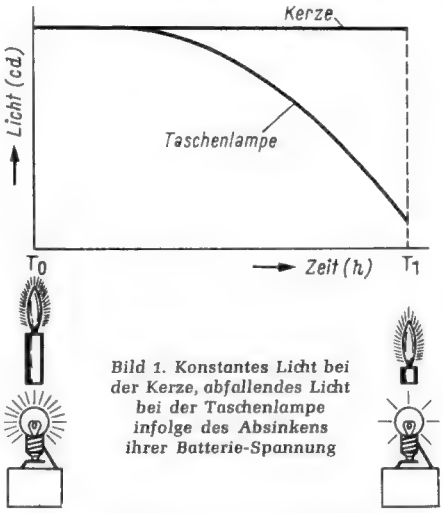

*Bild 1. Konstantes Licht bei der Kerze, abfallendes Licht bei der Taschenlampe infolge des Absinkens ihrer Batterie-Spannung*
*Bild 1* zeigt, daß dies bei einer elektrischen Taschenlampe nicht viel anders ist. Schon sehr bald nach Beginn der Benützung der Batterie beginnt deren Spannung abzufallen. Die Lichtabgabe der Glühlampe wird zusehends schwächer. Sie hat schließlich, wenn die Batterie ihren Erschöpfungszustand erreicht, nur noch einen Bruchteil des Anfangswertes. Im Gegensatz dazu zeigt Bild 1 aber auch die Überlegenheit einer einfachen Kerze gegenüber der Taschenlampe; sie besteht darin, daß die Flamme der Kerze gleich groß und gleich hell bleibt, vom Anbeginn ihrer Benutzung bis zum Schluß.